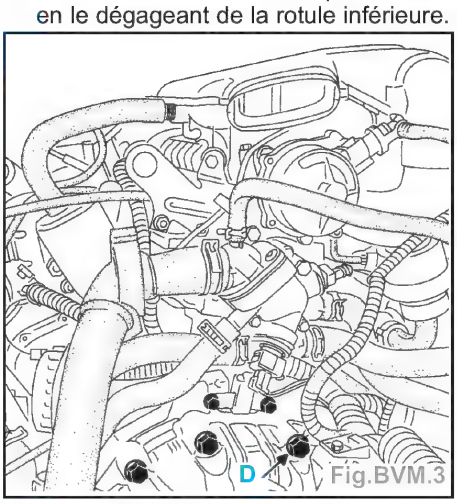

Fig.BVM.3
- les vis supérieures de tour de boîte et de démarreur (dévisser au maximum la vis D) (Fig.BVM.3),